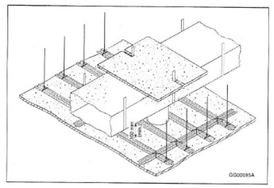

Figure D-2.3.10.
b) thermal protection above the duct consisting of the same materials as the ceiling membrane, mechanically fastened to the ductwork and extending 200mm/8" beyond the opening on all sides. (For ducts greater than 130cm2/20.1sq.in. provide 2 layers of 5/8" UL drywall on top of the supply duct, above the ceiling grill and extending min. 8" beyond the dimension of the opening on all sides.) See Figure D-2.3.10. below.